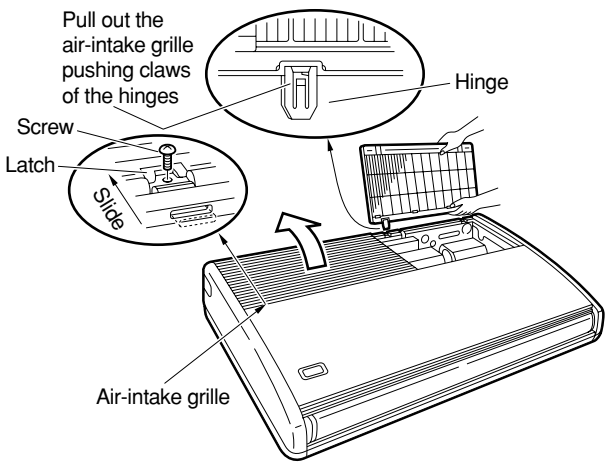
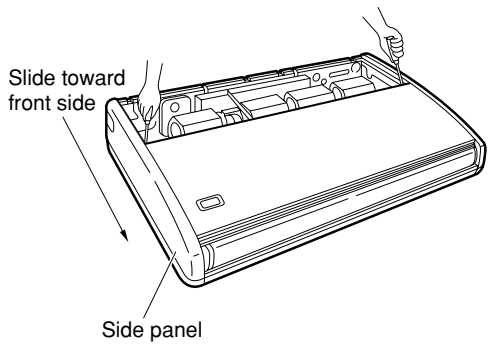

**Fig. 3-41**
**Fig. 3-42**
(5) Before suspending the indoor unit, remove the 2 or 3 screws on the latch of the air-intake grilles, open the grilles, and remove them by pushing the claws of the hinges as shown in Fig. 3-41. Then remove both side panels sliding them along the unit toward the front after removing the 2 attachment screws. (Fig. 3-42)